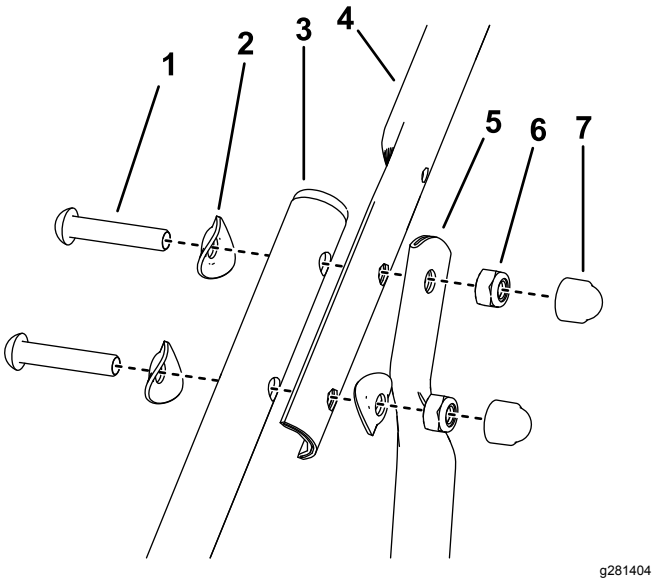

Figur 5
4. Monter den øverste styrebøjle og den øverste afstiverstyrebøjle på den nederste styrebøjle med 3 kopskiver, 2 bolte og 2 sekskantlåsemøtrikker på hver side (Figur 5).